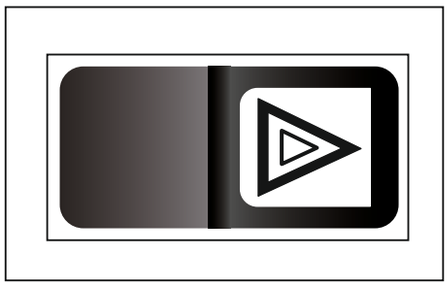

Fig. 3-3 (i)
3.3.5 interruptor de 4WD (opcional), ver fig. 3-3 (j)